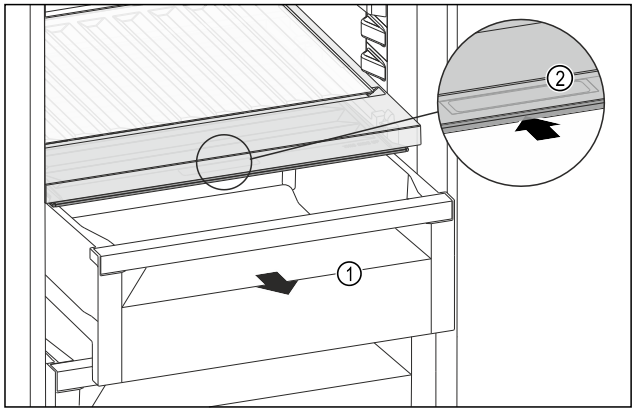

Fig. 233
▶ Pull out the drawer *Fig. 233 (1)*.
▶ Grasp the recessed grip *Fig. 233 (2)* on the compartment lid and push the compartment lid backwards at the same time.